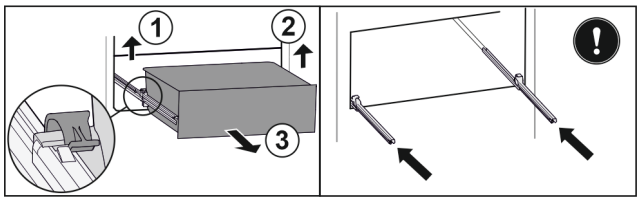

Fig. 102
▶ Ridicați clema din stânga și trageți concomitent sertarul din stânga spre înainte. *Fig. 102 (1)*
▶ Ridicați clema din dreapta și trageți concomitent sertarul din dreapta spre înainte. *Fig. 102 (2)*
▶ Extrageți sertarul spre înainte. *Fig. 102 (3)*